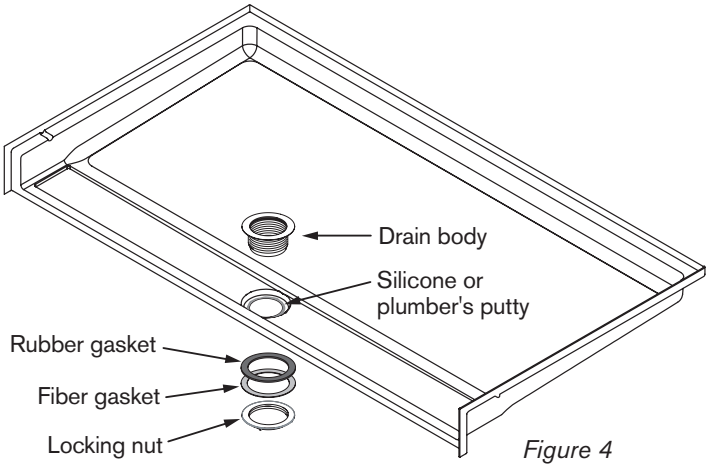

Figure 4
7. Apply silicone or plumber's putty around shower pan drain hole on the inside of shower only. *(Figure 4)*